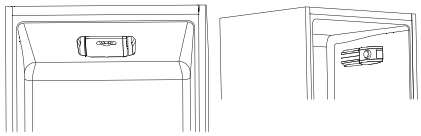

Fig.4
- De thermostaat ter controle van het toestel binnenin bevindt zicht in het koelgedeelte (fig.4). Draai de thermostaatknop van de thermostaat om boven "0" te zetten. Het lampje brandt wanneer de deur van de koelkast open is.